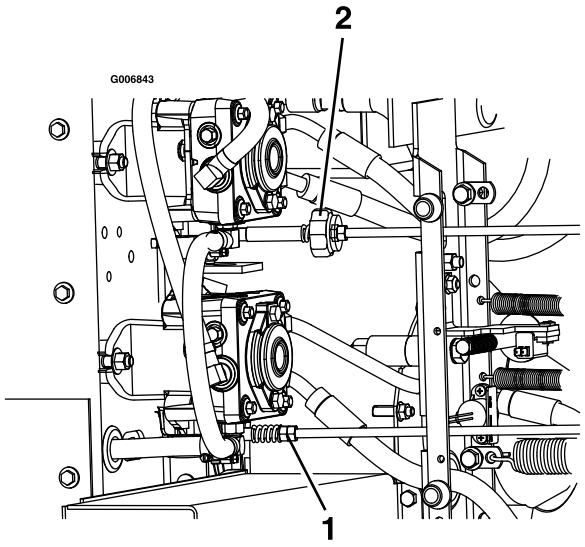

Figur 63
9. For å oppnå NØYTRAL stilling justerer du venstre og høyre pumpekontrollstagforbindelser, som kobler rattet til pumpekontrollarmene, til hjulene stopper eller kryper noe i revers (Figur 63).
11. Juster det høyre pumpeforbindelsesleddet ved å bruke en skrunøkkel til å dreie dobbeltmutterne på enheten (Figur 63)